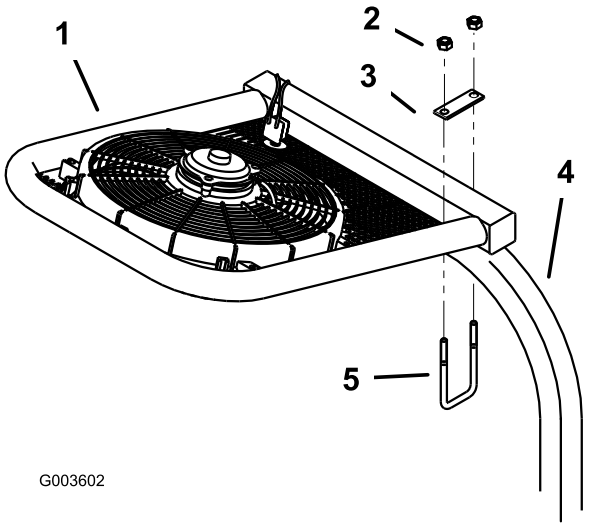

Figure 3
6. Install the fan frame on top of the ROPS with 2 U-bolts, 2 U-bolt plates, and 2 locknuts (3/8 inch) (Figure 3).
Note: Make sure the U-bolts are installed as shown in Figure 3.